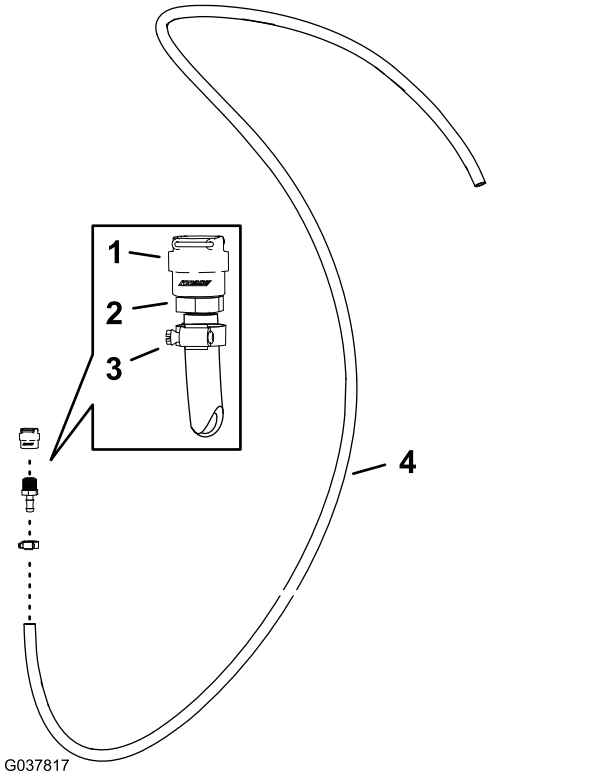

Figuur 93
1. Monteer de snelkoppelfitting (vrouwelijk) op de rechte slangpilaar (½") en de slang – 1,3 x 762 cm; gebruik de klem die u verwijderd hebt in Het spuitpistool van de toevoerslang verwijderen (bladz. 18) zoals afgebeeld in Figuur 93.